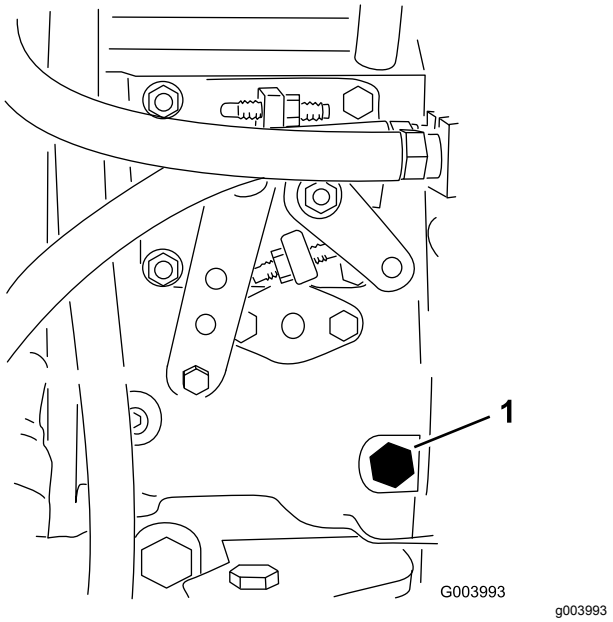

Figur 31
3. Öppna avluftarskruven på bränsleinsprutnings-pumpen (Figur 31) med en 12 mm nyckel.